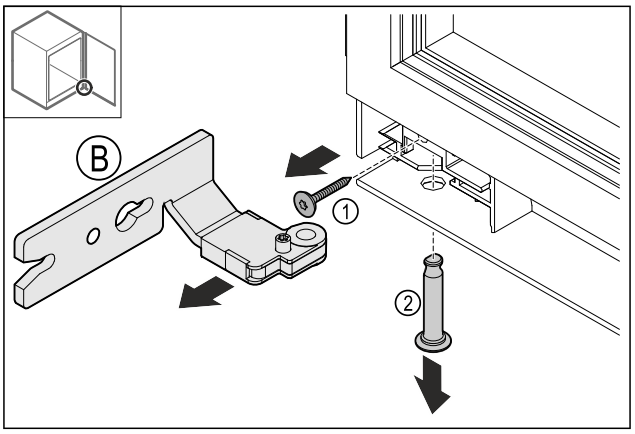

Fig. 16
▶ Schraube *Fig. 16 (1)* entfernen.
▶ Bolzen *Fig. 16 (2)* entfernen.
▶ Scharnier *Fig. 16 (B)* entfernen.